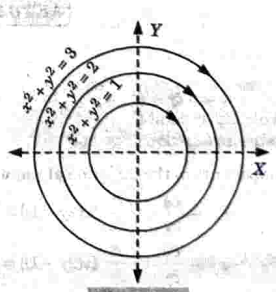

Fig. 2.21.1.
4. Thus we shall get concentric circles of different diameters shown in Fig. 2.21.1.